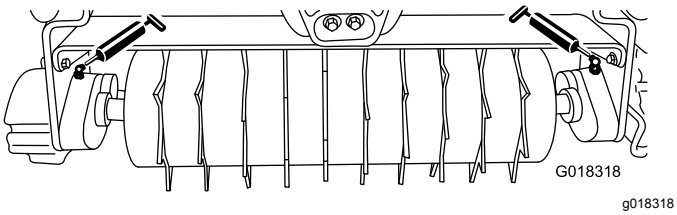

Bild 6
Schmieren Sie die zwei Schmiernippel (Bild 6) an jedem Rasenlüfter nach jeweils 15 Betriebsstunden mit einem Nr. 2 Lithiumschmiermittel ein. Am besten eignet sich eine handbetriebene Fettpresse.
2. Wischen Sie jeden Schmiernippel (Bild 6) mit einem sauberen Lappen ab.